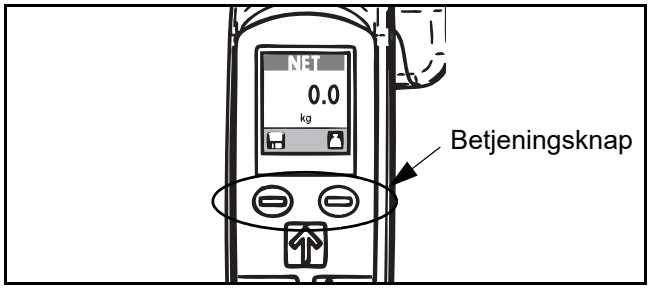

Fig. 69
1) Ved start skal man trykke på begge betjeningsknapper til vægten samtidig (se Fig. 69).